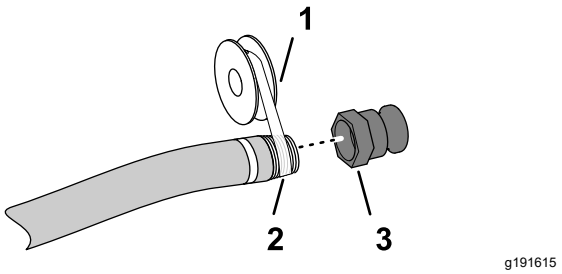

**Bild 4**
5. Tragen Sie PTFE-Gewindedichtungsmittel auf das Gewinde des Füllschlauch-Anschlussstücks auf (1") (Bild 4).
6. Schrauben Sie die Schnelltrennkupplung auf den Füllschlauch und ziehen sie mit der Hand fest (Bild 4).